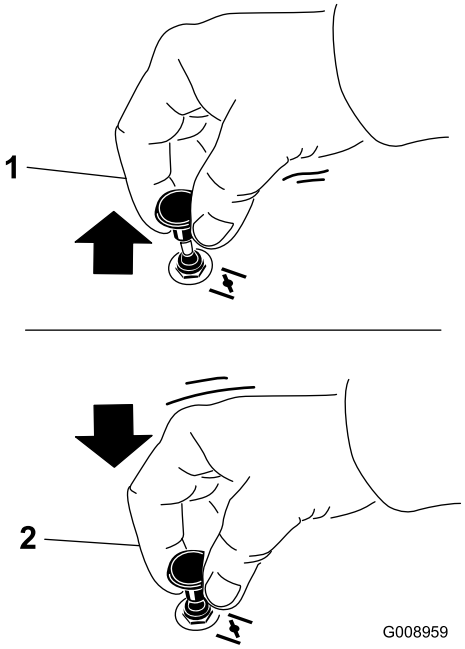

Figura 13
2. Tirate su la manopola dello starter per innestare lo starter prima di usare l'interruttore di accensione (Figura 13).
3. Spingete giù lo starter per disinnestarlo una volta acceso il motore (Figura 13).